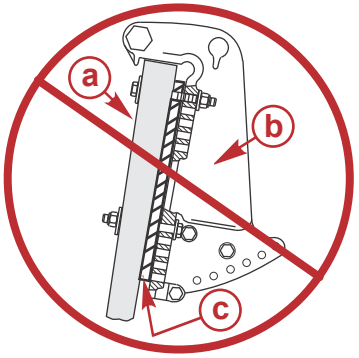

図 4
3. トランサムクランプブラケットとトランサム (またはジャックプレート) の間にウェッジまたはプレートを取り付けないでください。図4 参照。